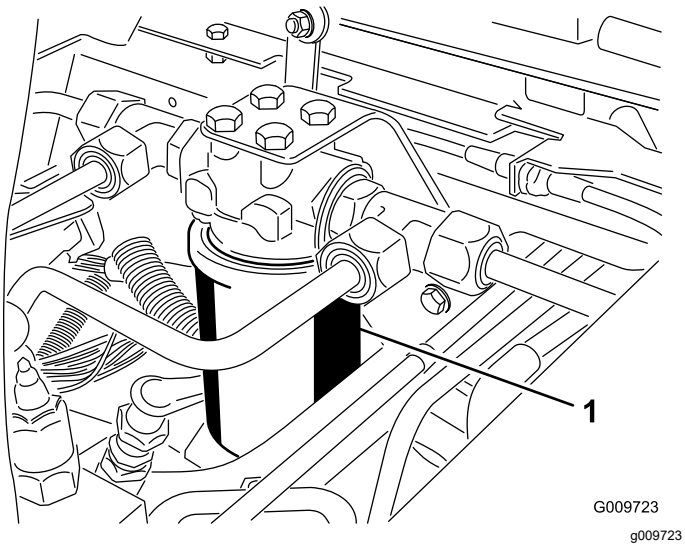
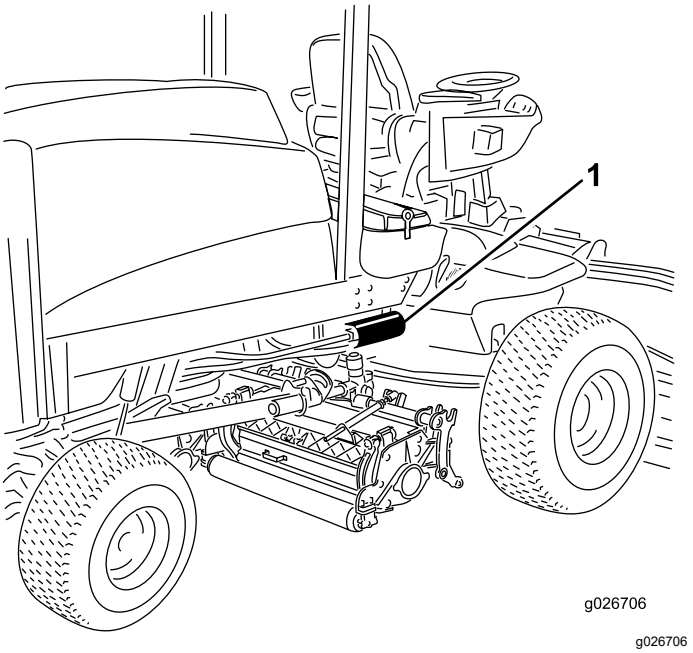

Figuur 78
Figuur 79
3. Plaats een opvangbak onder het filter en verwijder het filter (Figuur 78 en Figuur 79).